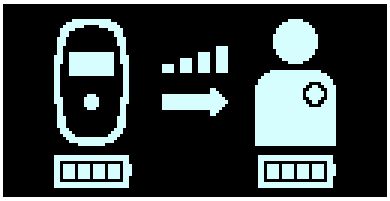

Figura 83: Ecranul Stare încărcare IPG
5. După finalizarea descărcării datelor, încărcătorul Vesta afișează ecranul Stare încărcare IPG. **Vezi Figura 83**.
7. Ecranul Stare încărcare IPG (vezi **Figura 83**) va continua să fie afișat pe măsură ce se încarcă OPTIMIZER Smart Mini IPG.